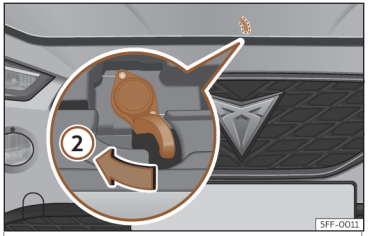

Abb. 206 Hebel unter der Motorraumklappe.
- Um die Motorraumklappe zu öffnen, drücken Sie den Hebel unterhalb der Motorraumklappe in der Mitte mit der Hand nach links››› Abb. 206 ②. Die Fanghaken werden entriegelt.